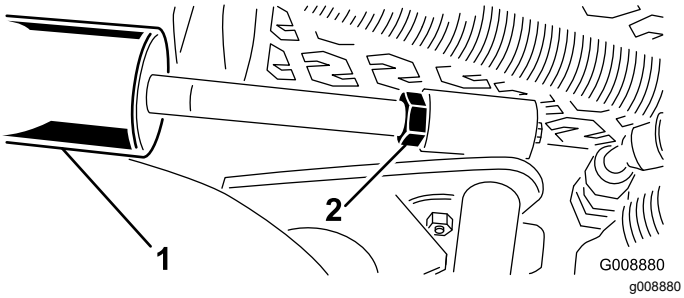

Figur 31
1. Løsn løftecylinderens kontramøtrik (Figur 31).